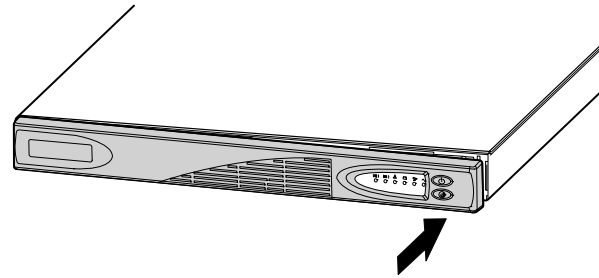

**Figure 5. Replacing the UPS Front Cover**
5. Replace the UPS front cover (see Figure 5).